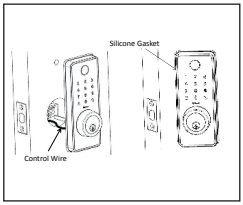

Figure 8a-b
b. Check that the Rubber Gasket is properly seated on the Exterior Assembly (Figure 8a-b).